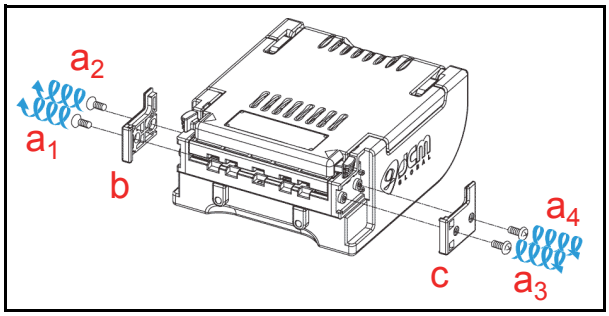

Figure 4-23 Bezel Retainer Chips A&B Removal
1. Remove the two (2) laminated, M2.6x6 Phillips Self Tightening Screws (See Figure 4-23 a_1 and a_2) from the Bezel, and then remove Bezel Retainer Clip "A" from the left side of the Assembly (See Figure 4-23 b).
2. Remove the two (2) laminated M2.6x6 Phillips Self Tightening Screws (See Figure 4-23 a_3 and a_4) from the Bezel, and then remove Bezel Retainer Clip "B" from the right side of the Assembly (See Figure 4-23 c).